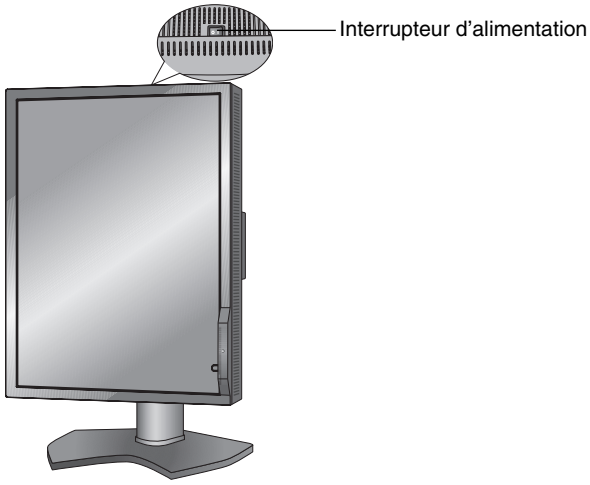

Figure E.1
9. Allumez le moniteur à l'aide de l'interrupteur situé sur le haut de l'écran (Portrait) ou du côté gauche (Paysage) (**Figure E.1**). Allumez l'ordinateur.